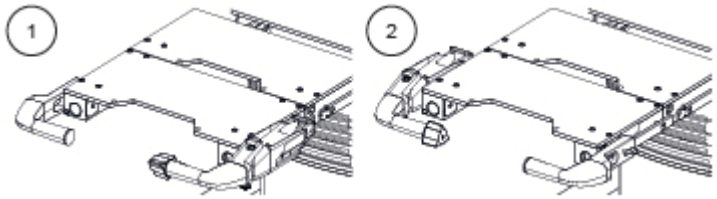

Afbeelding 6-4. Gemotoriseerde overdrachtsstanden
1. De gemotoriseerde overdrachtshandgreep wordt aan de rechter- (1) of linkerzijde (2) van de operatietafel op de hulprails of de verlengrails geplaatst. Zie *Afbeelding 6-4*.